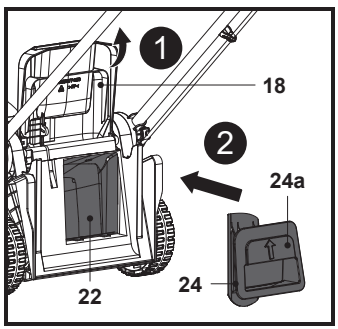

Fig. 12
1. Ouvrir le déflecteur arrière (18), maintenir la poignée encastrée (24a) et insérer l'obturateur mulching (24) dans la goulotte d'éjection arrière (22) jusqu'en butée (Fig. 12).